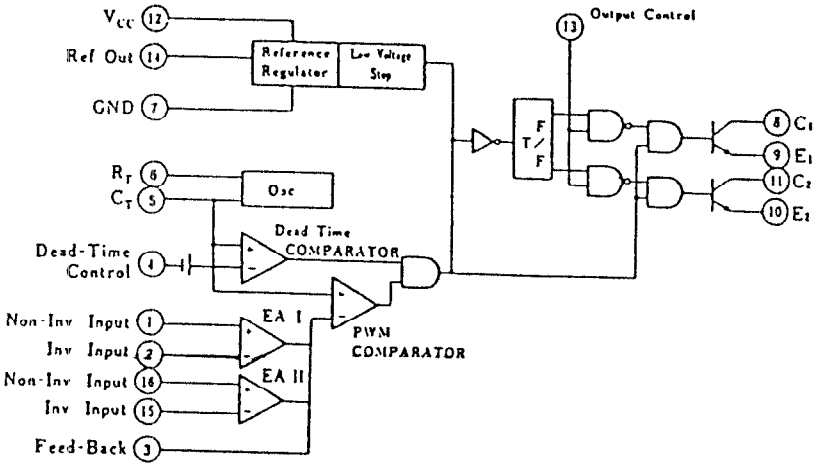

Fig. 7 Block diagram
(13) PWM DRIVER (PB2) (Figs. 7, 8 and 9)